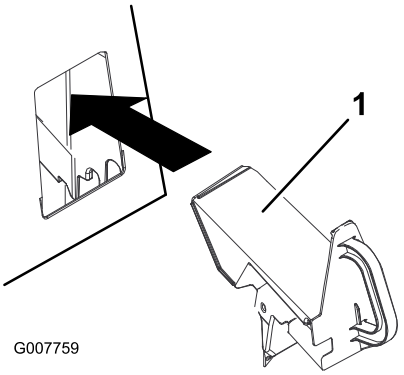

Figura 21
3. Inserite il coperchio di scarico nell'apposita apertura, come illustrato nella Figura 21.